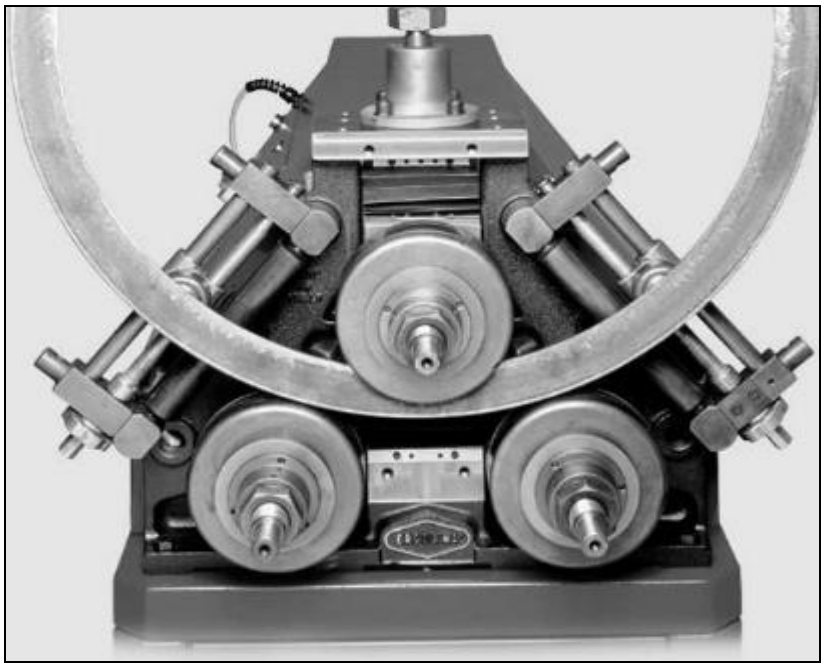

FIGUUR 1
2.2 Verduidelik kortliks hoe 'n eksterne hoekysterring met behulp van die roller wat in FIGUUR 1 hier onder getoon word, gevorm word.